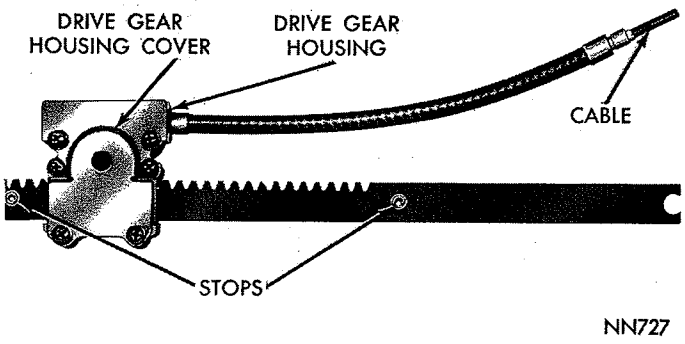

*Fig. 85—Horizontal Drive Gear and Rack*
(2) Remove cotter pins from the rack pivot pins, drive horizontal drive gear pin out and remove drive rack assembly.
(3) Remove 6 drive rack cover plate screws, remove plate and lift cable from horizontal gear housing (Fig. 85).